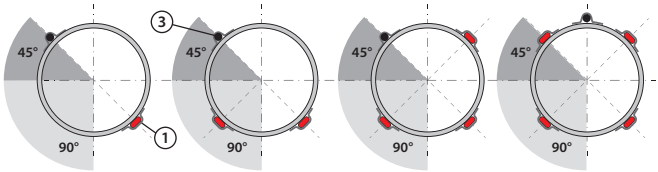

Fig. 2
5. As linhas retas e o sensor têm de ser instalados conforme ilustrado na Fig. 2. As linhas torcidas são instaladas conforme mostrado para cada tubo de aprox. 1 m com fita de alumínio.